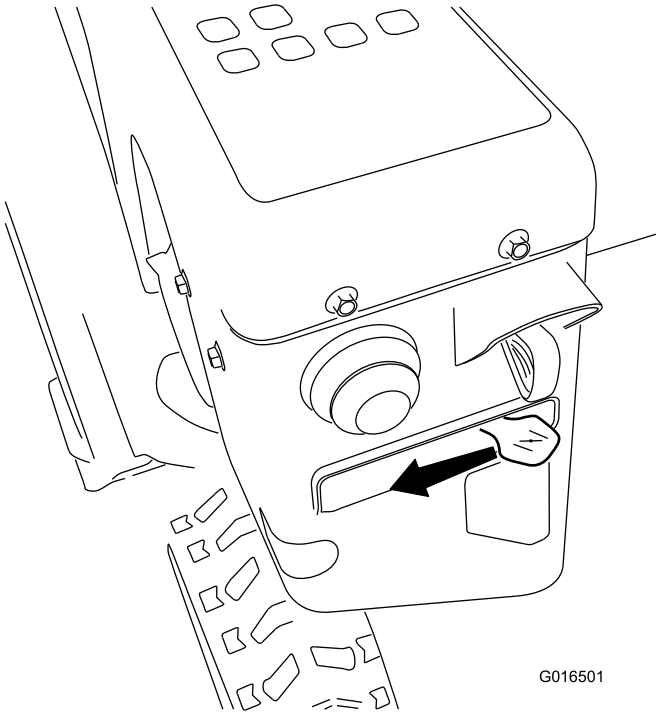

Figur 28
5. Flyt chokeren til chokerpositionen (Figur 28).